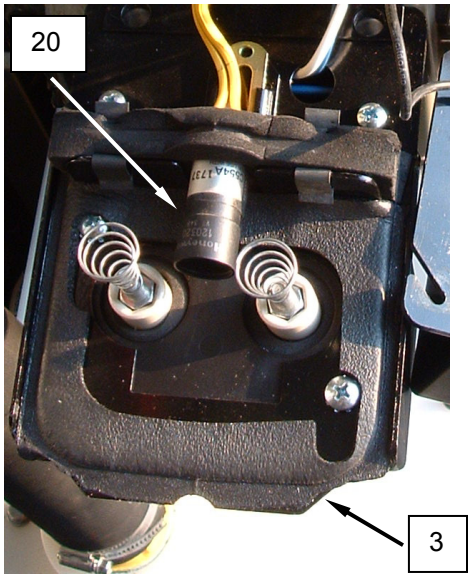

Figure 8. Clean the CAD Cell.
2. Remove the screws retaining the transformer **(Figure 8, Item 3)**, and flip the transformer back.
3. Use a rag to clean the lens of the CAD cell **(Figure 8, Item 20)** of soot.
4. Flip the transformer **(Figure 8, Item 3)** back in operating position, and retain with screws.